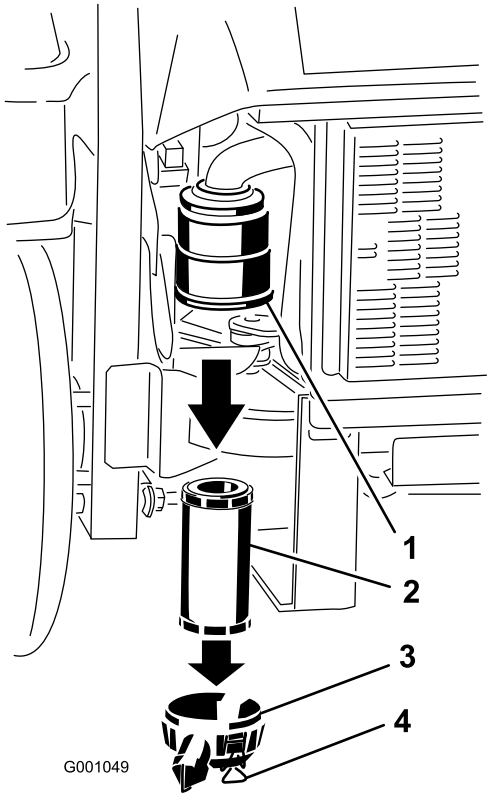

Figur 55
3. Åpne låsene på luftrenserdekslet og trekk luftrenserdekslet av luftrenserkroppen (Figur 55).
5. Skyv filteret forsiktig ut av luftrenserhuset (Figur 55).